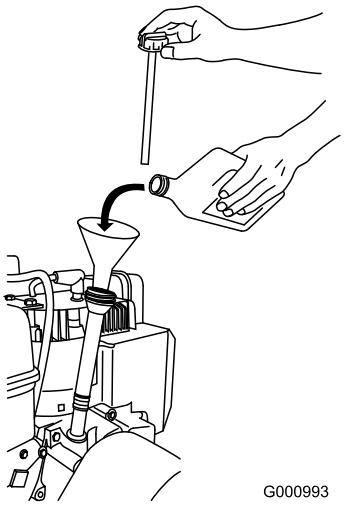

Figur 13
1. Fyll **långsamt** på olja i påfyllningsröret så att nivån höjs till markeringen Full på oljestickan. **Fyll inte på för mycket** (Figur 13).